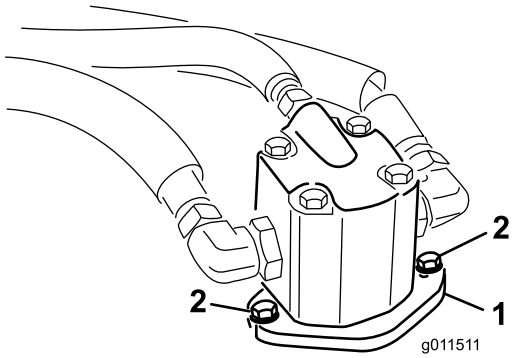

Рисунок 70
4. Снимите болты крепления гидромотора к режущему блоку (Рисунок 70). Поднимите гидромотор с режущего блока и уложите его на верх режущего блока.